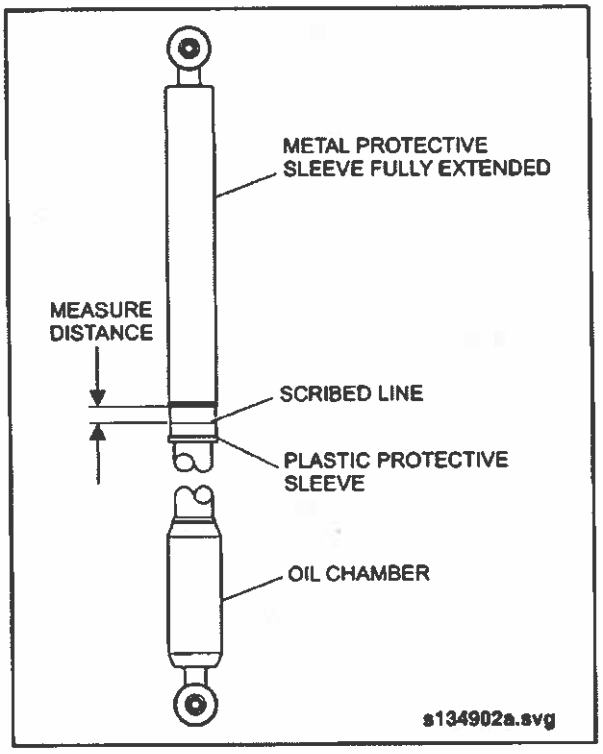

Fig. PM-12: Damper Measurement
8. Retract the piston upwards until the plastic protective sleeve is fully extended. Measure the distance between the edge of the metal protective sleeve and the mark scribed on the plastic protective sleeve. See "Fig. PM-12: Damper Measurement" on page 24.